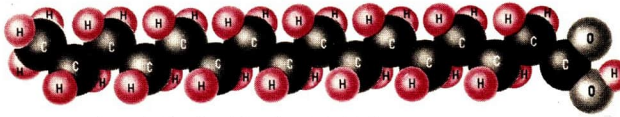

Abb. 34 Molekülmodell der Hexadekansäure (Palmitinsäure)
Hexadekansäure (Palmitinsäure) $C_{15}H_{31}COOH$ (Abb. 34) und **Oktadekansäure (Stearinsäure)** $C_{17}H_{35}COOH$ sind zwei wichtige höhermolekulare Verbindungen aus der homologen Reihe der Alkansäuren. Die Moleküle dieser beiden Alkansäuren sind aus einer verhältnismäßig langen, unverzweigten Kohlenstoffkette und einer Karboxylgruppe aufgebaut. Sie können als Derivate der höhermolekularen Alkane aufgefaßt werden und ähneln diesen in physikalischen und chemischen Eigenschaften. ⑤